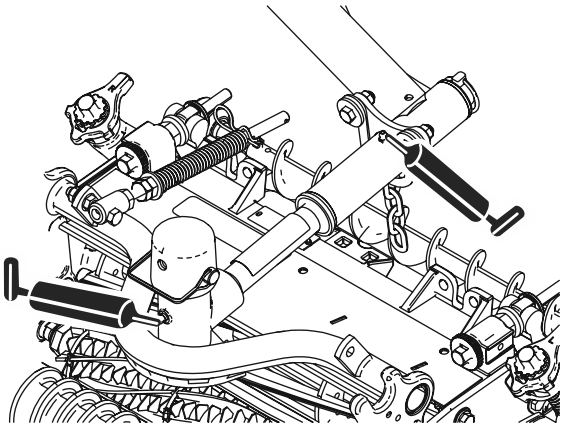

Figur 51
- Klippeenhetstapper (2 hver). Se Figur 51.